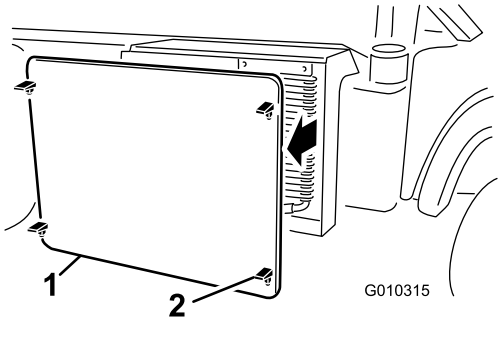

**Figuur 59**
2. Koppel het radiateurscherm aan de voorzijde van de radiateur los en verwijder het scherm (Figuur 59).